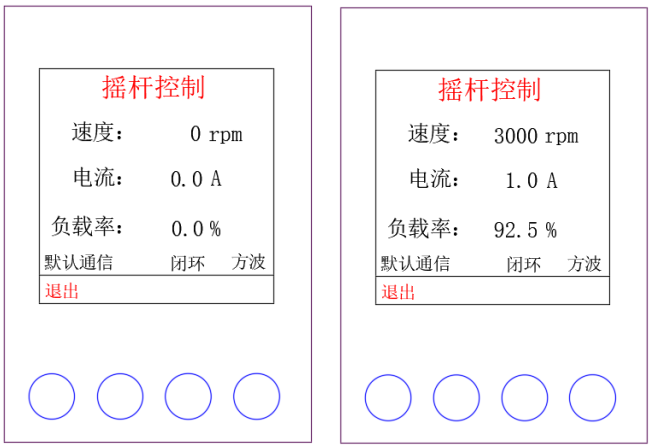

图 6.67 外部摇杆闭环控制各界面
- 调节驱动器外部摇杆信号大小，进行调速和方向控制。如图 6.67。